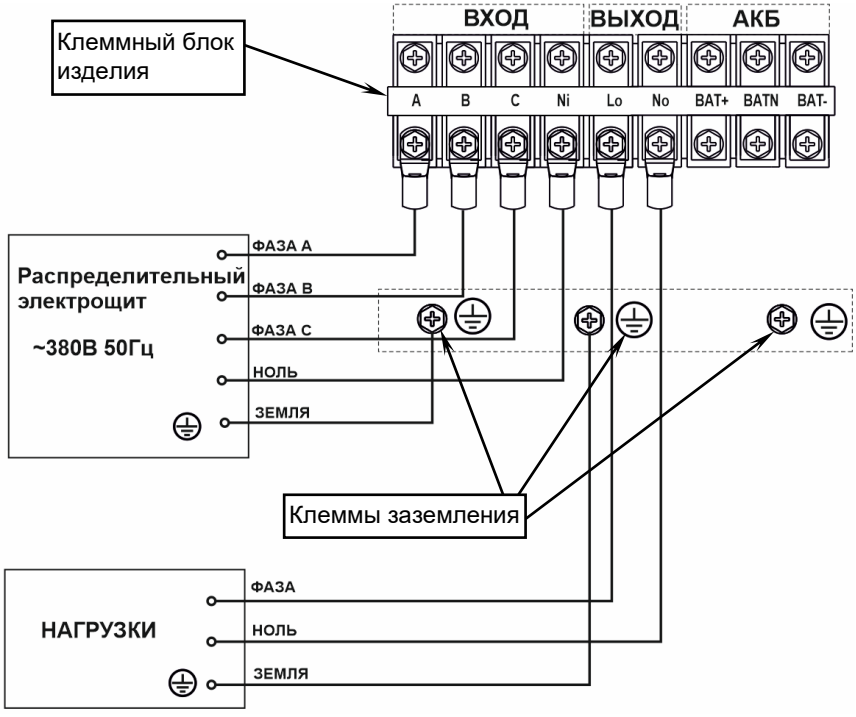

Рисунок 19 — Схема подключения изделия и монтажа аккумуляторной батареи
- подключите провода заземления кабелей подключения питающей сети и нагрузки к соответствующим клеммам заземления изделия (см. рисунок 19);
- подключение кабелей выполняйте в соответствии маркировкой, нанесенной на клеммных блоках изделий (см. рисунок 19);
- к клеммам заземления каждого изделия подключите провода заземления кабелей подключения питающей сети и нагрузки (см. рисунок 19);
- еще раз убедитесь в том, что фазные и нулевые провода кабелей питающей сети от выключателей входного распределительного щита подключены к соответствующим зажимам клеммных блоков каждого изделия (см. рисунок 19);